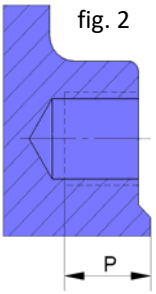

fig. 2
- Os parafusos dos orifícios roscados cegos têm uma profundidade máxima P (fig. 2) e nunca chegam ao fundo do orifício. Na tabela seguinte (tabela 1) é especificado o binário de aperto a aplicar nos parafusos dos flanges: